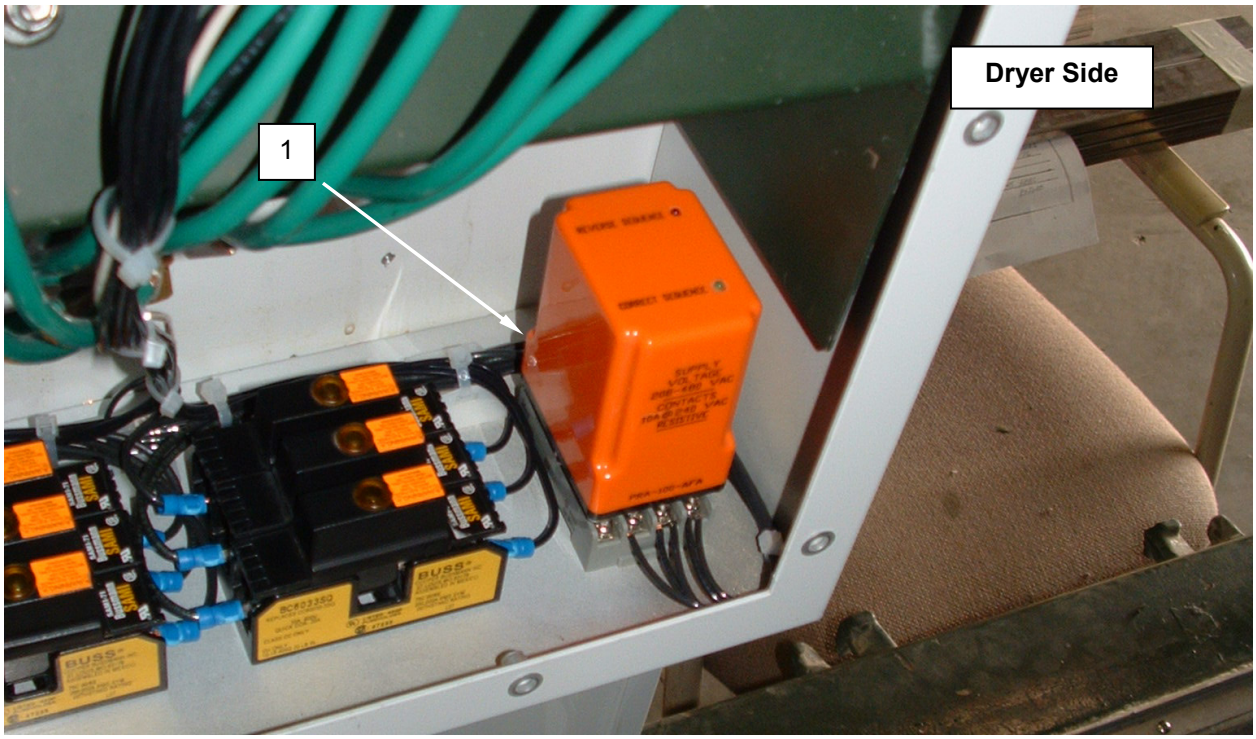

Figure 4. Replace the Phase Monitor Relay.
3. Remove the phase monitor relay(s) **(Figure 4, Item 1)** and install replacement relay(s).